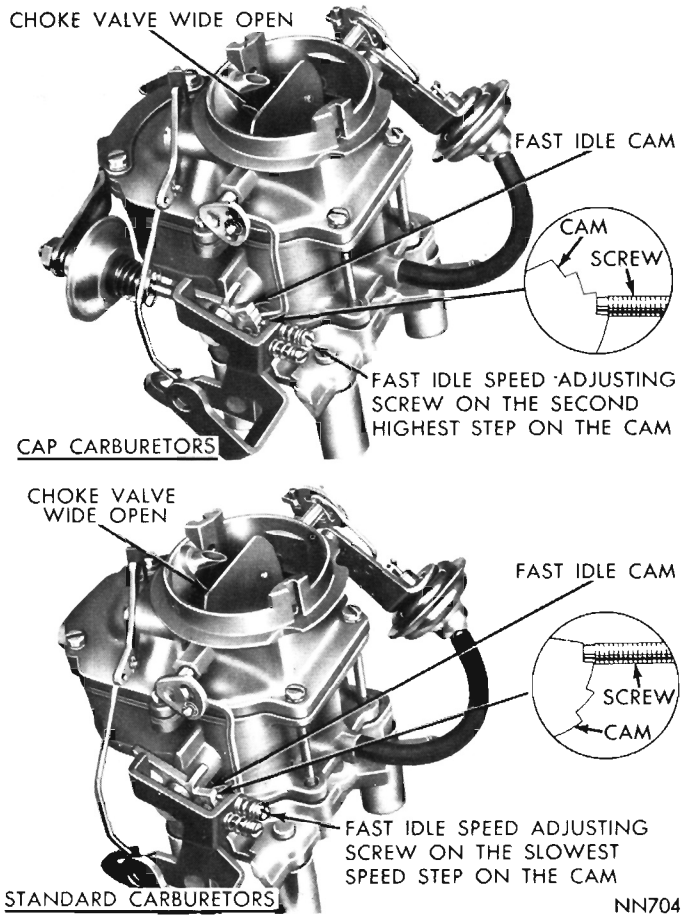

Fig. 17—Fast Idle Speed Adjustment (On Vehicle)
(1) With engine off and transmission in PARK or NEUTRAL position, open throttle slightly.
(2) Close choke valve until fast idle screw can be positioned on second highest-speed step of fast idle cam (Fig. 17).
(3) Start engine and determine stabilized speed. Turn fast idle speed screw in or out to secure specified speed. (See Specifications.)
(4) Stopping engine between adjustments is not necessary. However, reposition fast idle speed screw on